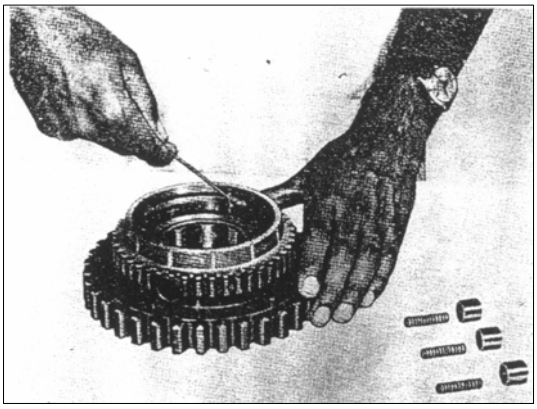

РИС. 209
2) Снимите сухари синхронизатора и нажимные пружины со сферическими гнёздами с шестерни заднего хода. Используйте скобу, чтобы снять блокирующее кольцо синхронизатора с шестерни 1-й передачи. Снимите блокирующее кольцо синхронизатора с шестерни заднего хода. Снимите возвратные пружины и их гнёзда (см. рис. 209).